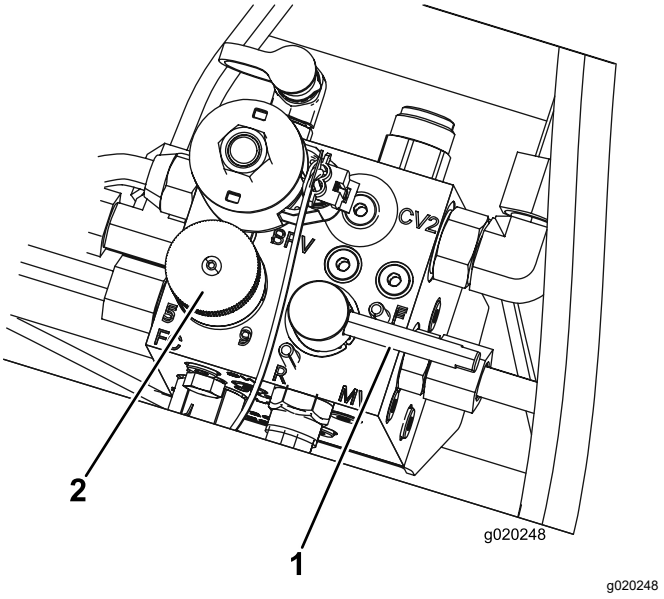

Figuur 97
5. Zet de knop voor de toerentalregeling van de messenkooien op stand 1 (Figuur 97).
6. Zet de wethendel in de achteruitstand (R) (Figuur 97).